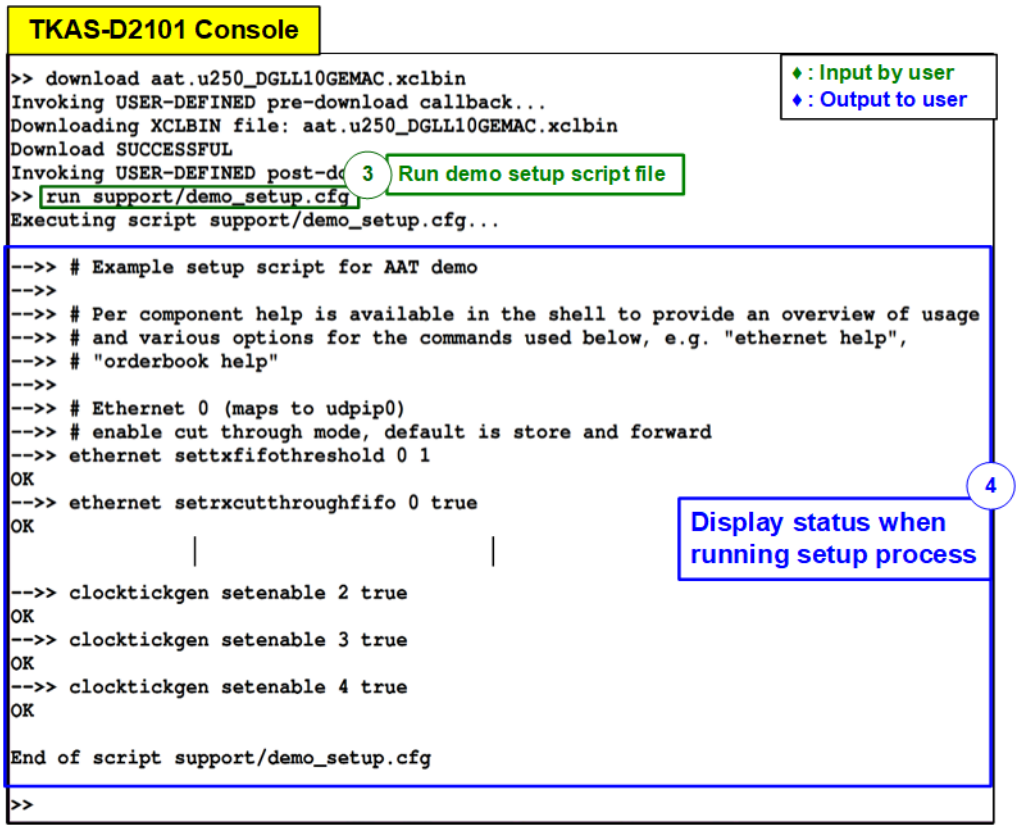

Figure 4-2 Run demo setup script
4) After that, TKAS-D2101 displays the message from setup process, as shown in Figure 4-2.